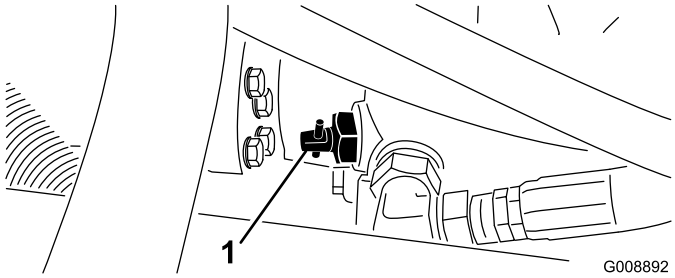

Figur 31
1. Lokalisera överströmningsventilen på pumpen (Figur 31) och vrid den 90°.